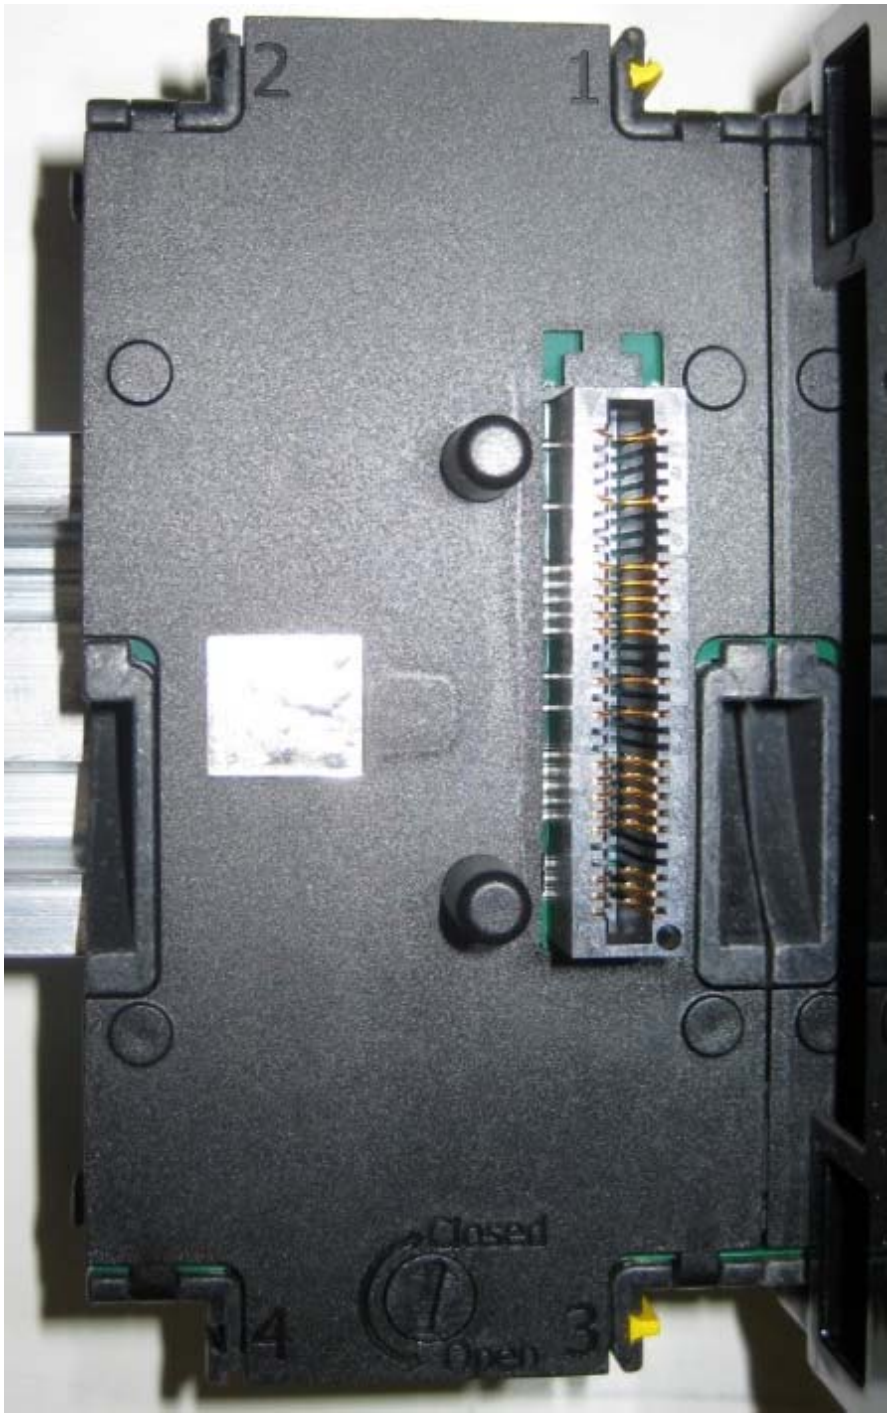

Figure 23. Coding Pin Modification
2.2.1 Modify the yellow coding pins on all spaces to match those shown in Figure 23. Coding Pin Modification